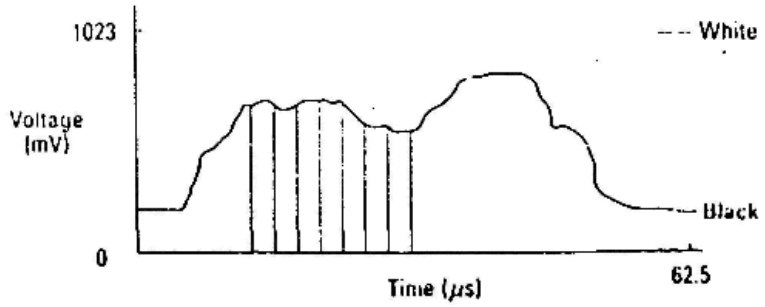

Fig. 4.8 Sampling and digitization of a video signal along a scan line.
- Figure 4.8 shows how the video signal varies during the time it takes to scan a single line and how it is sampled at regular intervals.